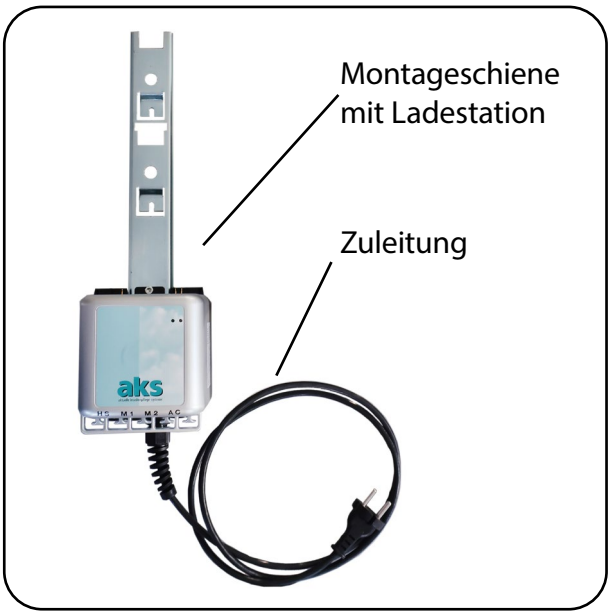

Abb. 6.3.01 – Lieferumfang Zubehör Wandladestation
2. Stecken Sie den Anschlussstecker der Zuleitung direkt in eine ordnungsgemäß installierte und geeignete Netzsteckdose (Abb. 6.3.01).